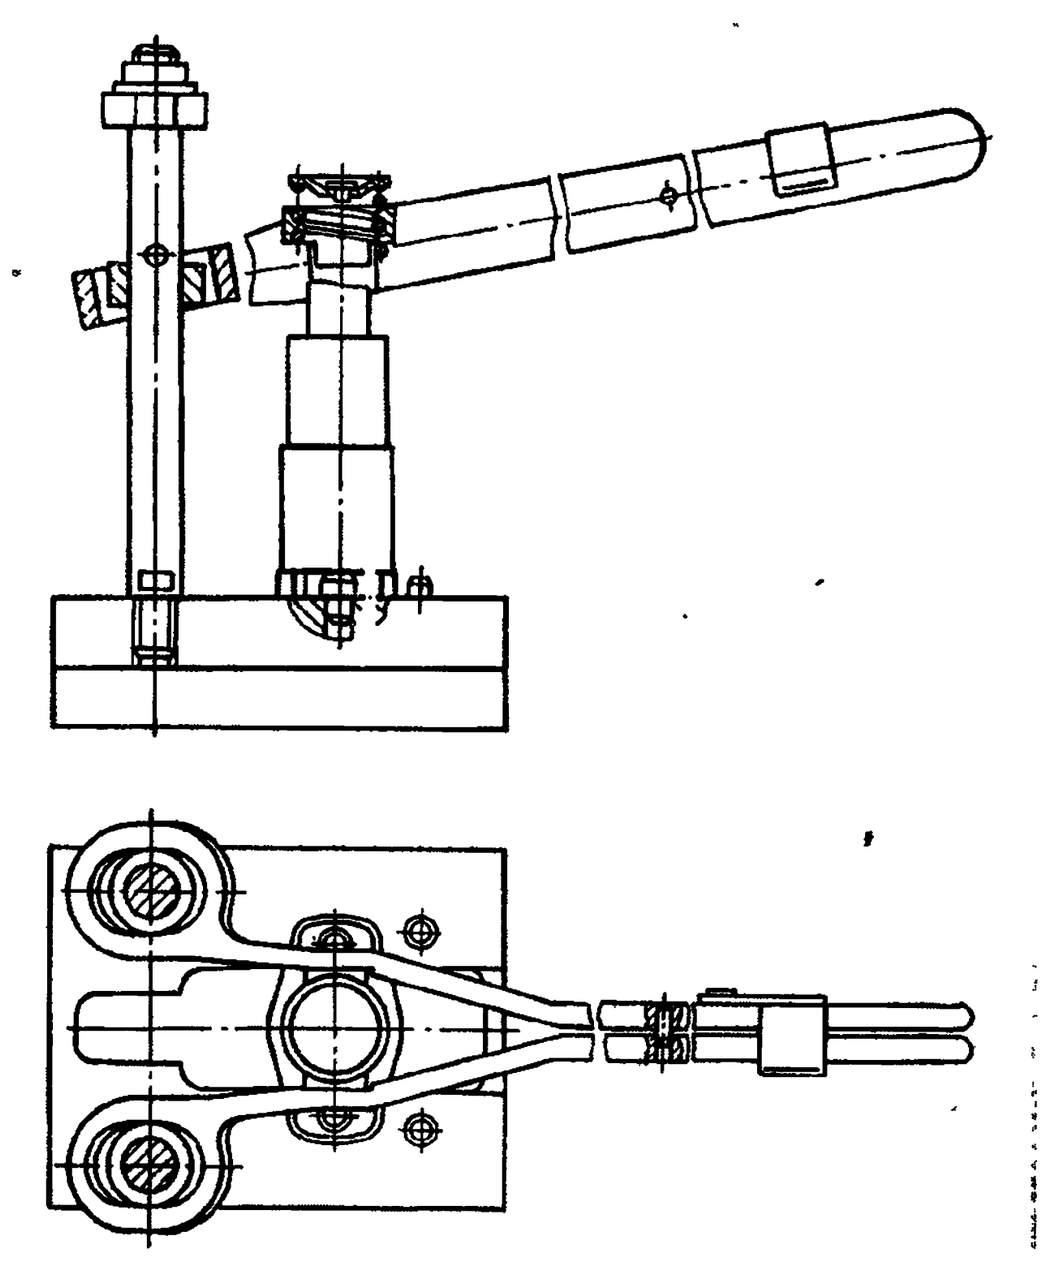

Рис. 83. Установка насосной секции ТНВД в приспособление И801.20.000 для разборки-сборки
19. Установите секцию в тисках или специальном приспособлении (рис. 83)	Слесарный верстак, приспособление